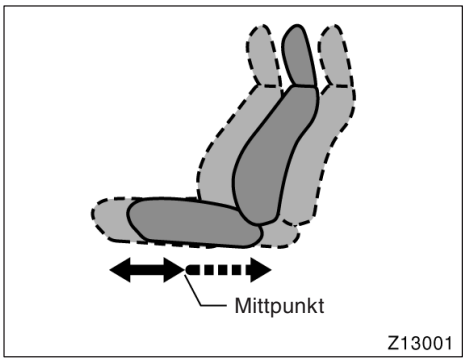

BILD 2
- När du använder originalsystemet Toyota ISOFIX bilbarnstol ”TOYOTA DUO” måste framsätet skjutas framåt från mittpunkten och ryggstödet måste vara i upprätt läge. (Se Bild 2.)